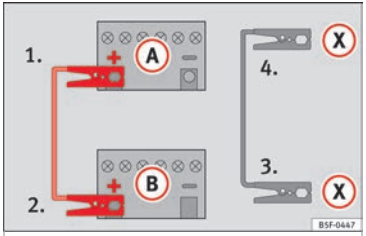

Fig. 193 Diagram of connections for vehicles with Start-Stop system.
– **For vehicles with Start-Stop system:** connect one end of the *black* jump lead (X) to a suitable ground terminal, to a solid piece of metal in the engine block, or to the engine block itself ››› **Fig. 193**.
5. Connect the other end of the *black* jump lead (X) to a solid metal component bolted to the engine block or to the engine block itself of the vehicle with the flat battery. Do not connect it to a point near the battery (A).